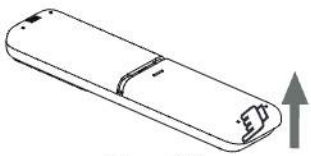

Figure 2.3
2) Lift up from the lower left end of the battery cover to open it (see Figure 2.3);